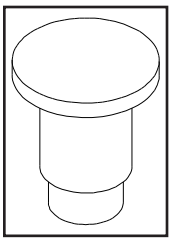

Figure 7: Rivet.
Note: Before the bricks are installed, rivets (Figure 2) must be placed in the two (2) holes (shown in Figure 7) in the firebox that lag bolts came out of. This is done to make unit burn more efficiently.